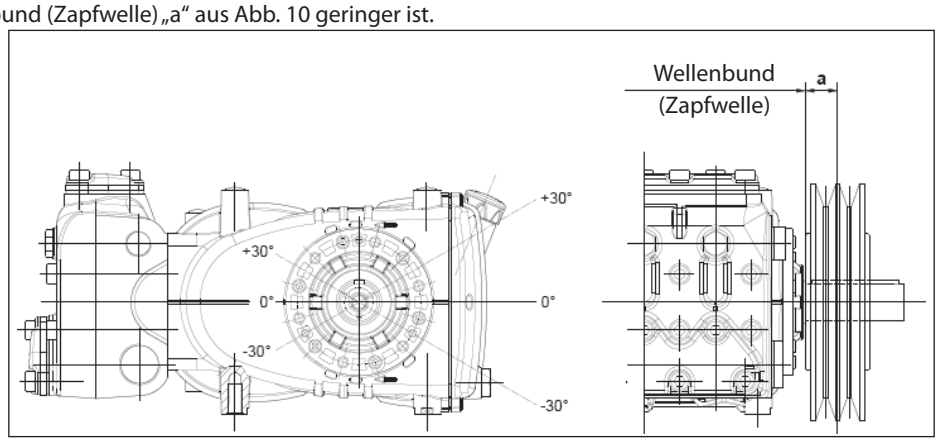

Abb. 10
Die radiale Belastung der Welle darf 3000 N (für die Definition der Anordnung erforderlicher Wert) nicht übersteigen. Der Antrieb gilt als richtig bemessen, wenn die Belastung bei einem maximalen Abstand **a=30 mm** vom Wellenbund (Zapfwelle) angewandt wird, siehe Abb. 10.
b) Verwenden Sie Hochleistungsriemen - zum Beispiel **XPB** statt **SPB** - da hierbei weniger Riemen bei gleicher Leistungsübertragung benötigt werden und der Abstand zum Wellenbund (Zapfwelle) „a“ aus Abb. 10 geringer ist.
e) Folgen Sie der Spannungsrichtung des Riemens lt. Angaben in Abb. 10. Wenden Sie sich bei anderen Anforderungen an die ***technische Abteilung*** oder den ***Kundendienst***.